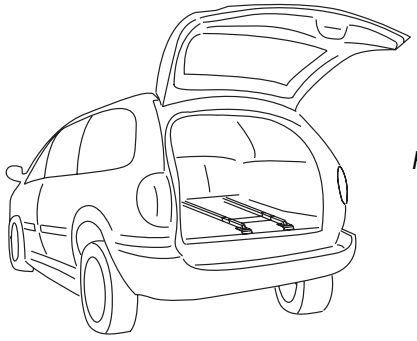

Figure 19-1
8. With BA-02 installed in rear cargo area, examine floor for area to install leg assembly. *[Figure 19-1]*